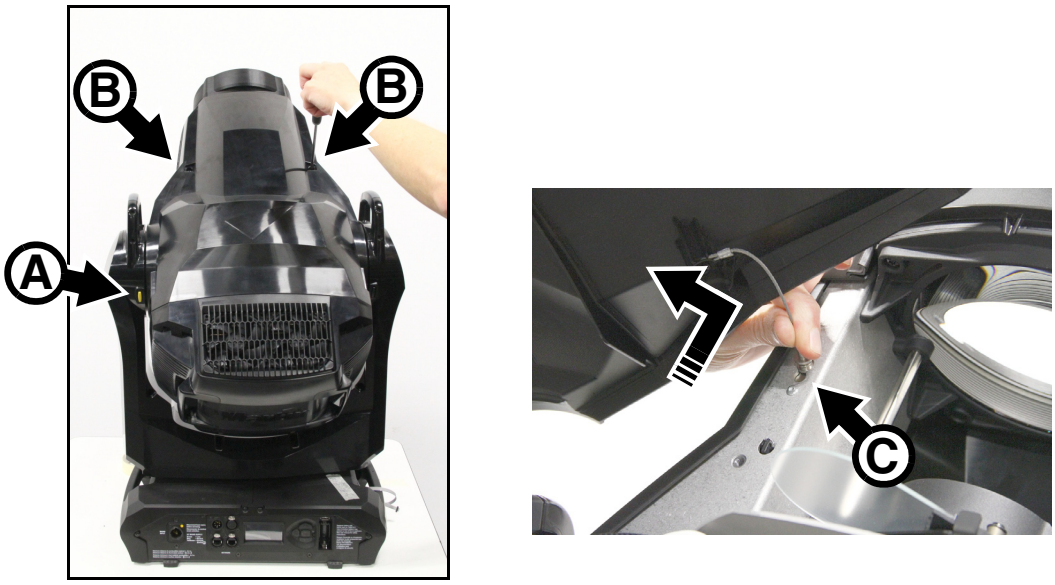

Figure 12 : Dépose des capots de la tête
3. Voir Figure 12. Placez la tête de façon à ce que le logo Martin à l'arrière soit lisible dans le bon sens. Dans cette position, le capot supérieur est alors en haut et le capot inférieur est en bas. Verrouillez le tilt (**A)**.